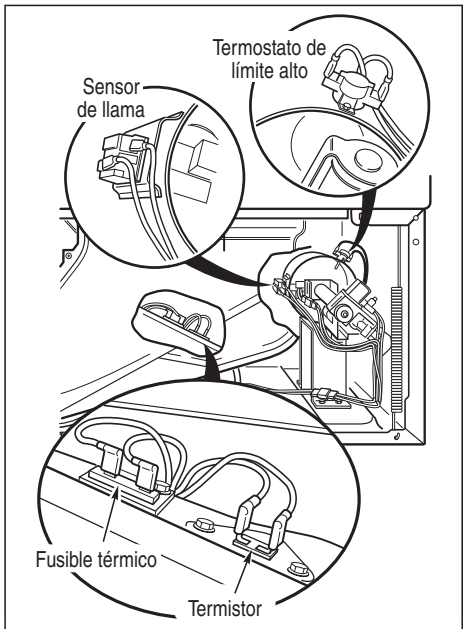

Figura 9 *Componentes térmicos, vistos desde el frente.*
2. Remueva el panel de pie para tener acceso a los componentes térmicos. Vea la figura 13 en la página 6. Localice los componentes usando la figura 9.
4. Ubique el termostato de límite alto. Vea la figura 9. Mida la continuidad a través del termostato conectando las sondas del medidor en las terminales del alambre rojo y del alambre azul.
- ➔ Compruebe las conexiones de los alambres a los componentes electrónicos del control de la máquina y al termistor. Vea Acceso y remoción de los ensambles electrónicos, en la página 7 y la figura 9 para la ubicación del termistor.
2. Logre acceso al fusible térmico retirando primero el panel de pie. Vea Remoción del panel de pie en la página 6 y la figura 9 en la página 4 para la ubicación del fusible térmico.